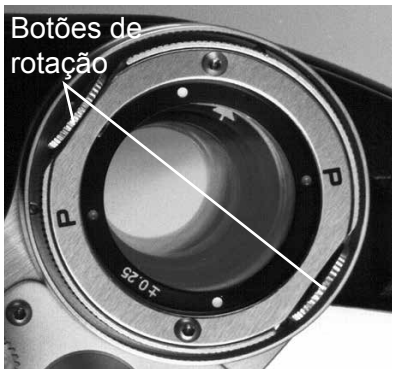

Figura IU-8 Unidade do cilindro cruzado
4. Um Botão de rolagem operado pelos dedos fornece uma “virada” rápida dos cilindros cruzados. Consulte a Figura IU-8.